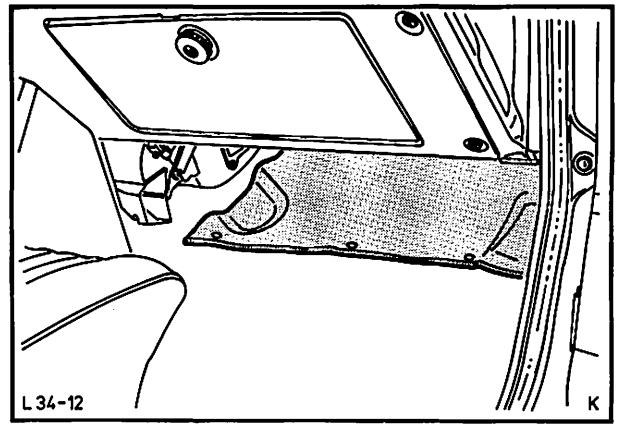

Abb. 48 Fußraumabdeckung abbauen
1. Fußraumabdeckung rechts unten abbauen (3 Schrauben), Abb. 48.